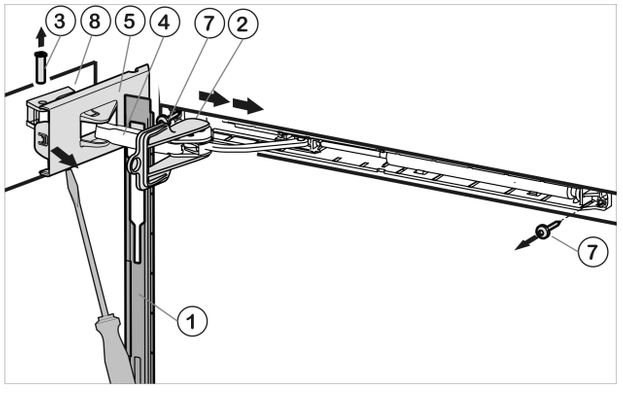

*Fig. 6*
▶ Pousser le panneau au-dessus de l'étrier de l'amortisseur *Fig. 6 (4)* vers l'avant, en direction de l'appareil.
▶ Encliqueter le dispositif d'arrêt *Fig. 6 (2)* dans le trou longitudinal.
▶ Détacher le cache *Fig. 6 (5)* côté charnière avec un tournevis jusqu'au premier encliquetage.
▶ Chasser le pivot *Fig. 6 (3)* par le bas.
▶ Pousser l'étrier de l'amortisseur *Fig. 6 (4)* direction porte.
▶ Défaire complètement le cache *Fig. 6 (5)* côté charnière et l'ôter.
▶ Ôter le panneau *Fig. 6 (1)* .
▶ Dévisser l'unité d'amortissement de fermeture (2 Torx® 15) *Fig. 6 (7)*.
▶ Dévisser l'élément pivotant *Fig. 6 (8)* et le placer tourné de 180° du côté opposé. Pointer les trous de vissage ou avoir recours à une visseuse sans fil.